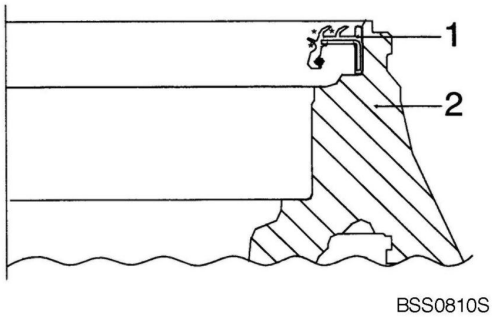

Figure 66
6. Install shaft seal with the sealing lip visible to oil chamber (See Figure 66.).